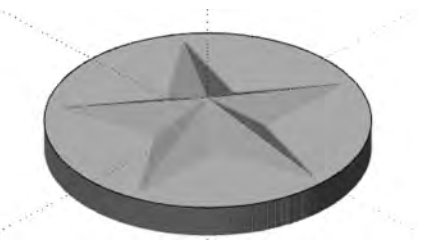

图 5-132　仿真加工结果
(3) 单击“开始”按钮，系统进入仿真加工状态，加工结果如图 5-132 所示。仿真检验无误后退出仿真程序，回到 CAXA 制造工程师 2013 的主界面，在菜单栏中选择“文件”→“保存”命令，保存粗加工和精加工轨迹。